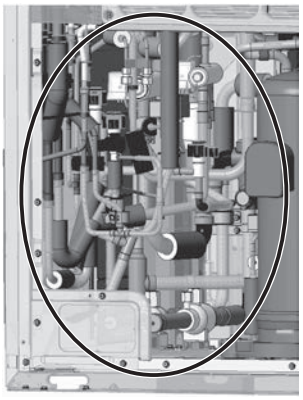

Figure 6-1
(6) Remove the coils, coil covers, pipe covers, and adjacent wirings of the four-way valves, solenoid valves, and LEVs. (See Figures 6-1 through 6-3.)